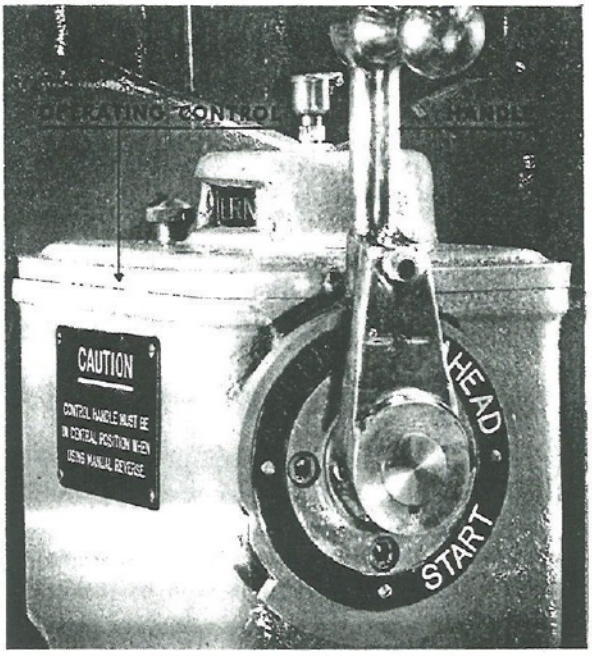

Fig. 67. Control Handle in Neutral
78. CONTROL HANDLE. ***a.*** In Fig. 67 a close-up view is shown of the control handle in neutral position. There are four other positions —the starting and running positions for both ahead and astern operations. The control handle moves the camshaft to put either ahead or astern cams into position, and also set the air starting system in operation.